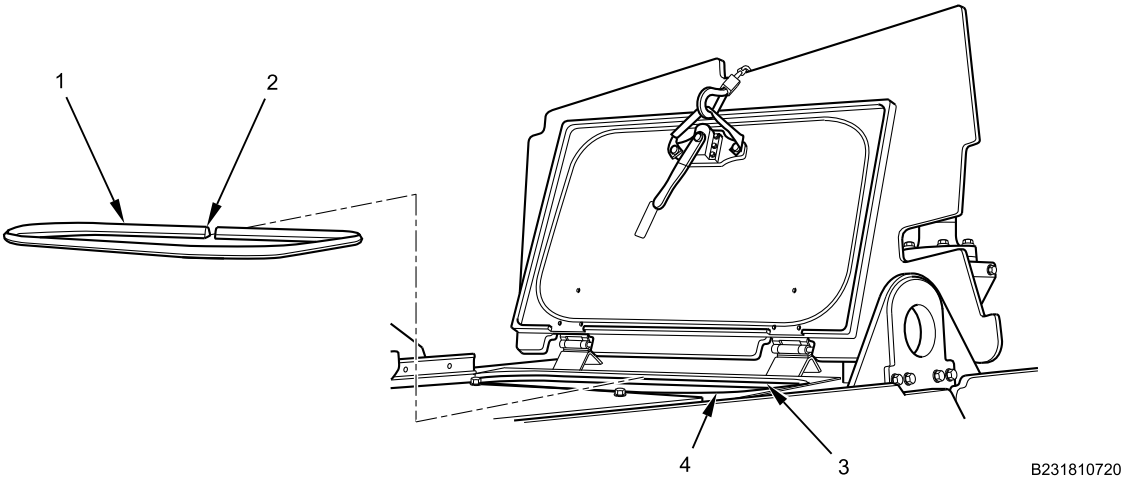

Figure 5. Emergency Hatch Seal Installation.
1. Starting at the middle of hinge side of emergency hatch opening (Figure 5, Item 4), install seal (Figure 5, Item 1) around opening by pressing onto retaining lip (Figure 5, Item 3).
2. Trim and discard excess seal (Figure 5, Item 1) with utility knife to make a tight fitting seam (Figure 5, Item 2).